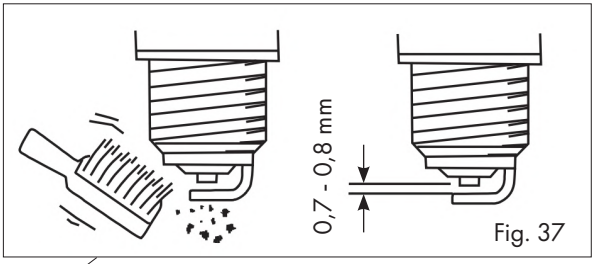

Fig. 37
- Controllare la distanza tra gli elettrodi e, se necessario, regolarla al valore target di 0,7-0,8 mm (Fig. 37).